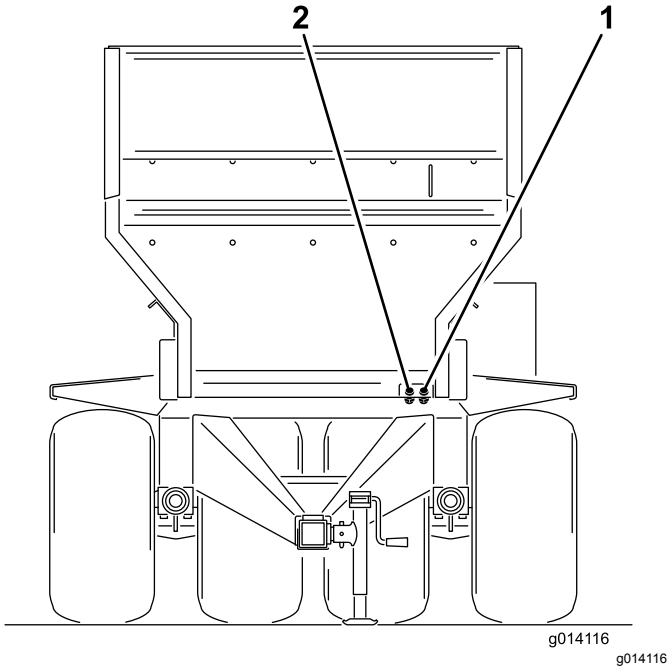

Figuur 20
6. Sluit de twee hydraulische slangen van de machine aan op het trekvoertuig. Sluit gezien vanaf de voorkant van de machine de rechterslang aan op de drukkant en de linkerslang op de retourkant (Figuur 20). De retourslang is voorzien van een interne eenrichtings-afsluitklep. De pijl op de afsluitklep moet wijzen naar de retouraansluiting op het trekvoertuig.